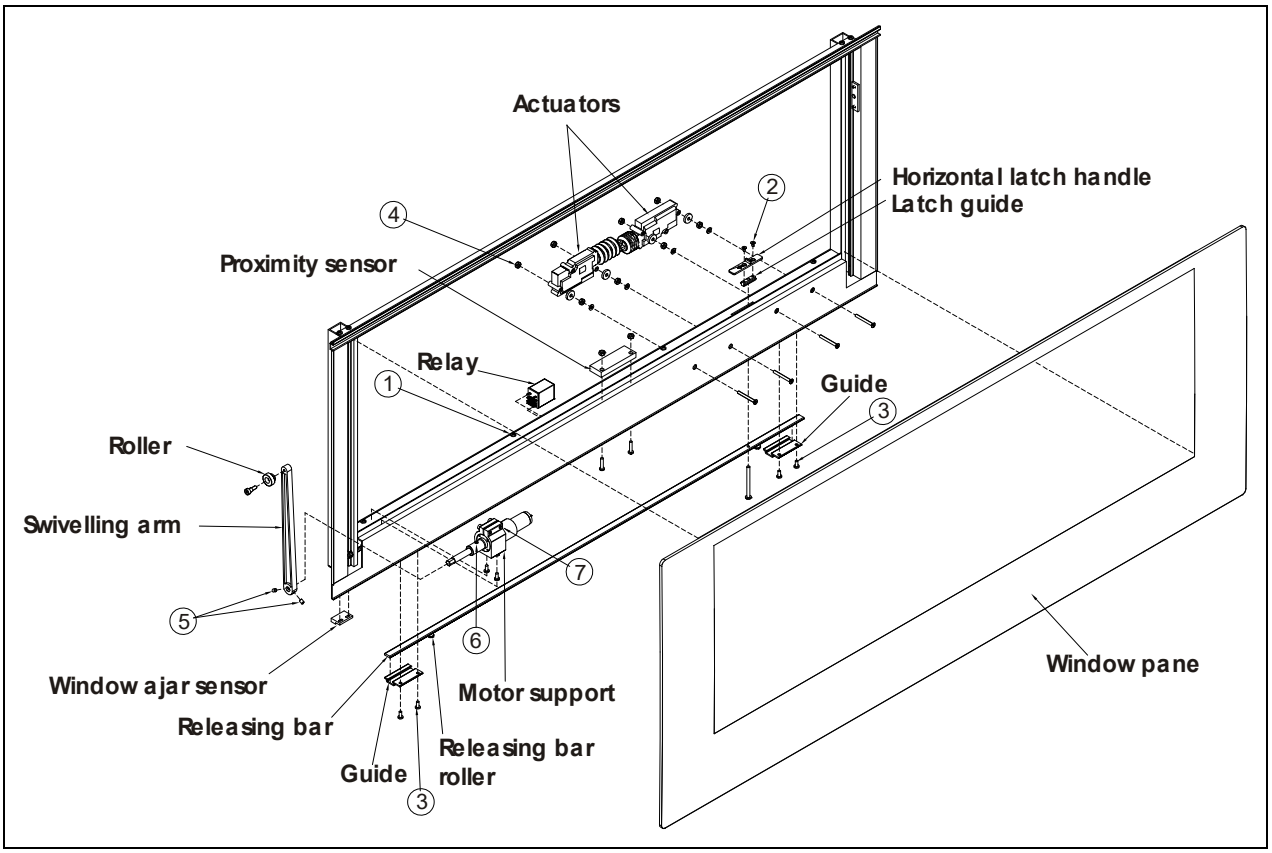

FIGURE 39: ELECTRIC AWNING WINDOW EXPLODED VIEW (SASH) 18583
4. Loosen the set screws #5 (Figure 39) (rotate the arm to get to the second set screw) and disengage the swiveling arm from the motor shaft extension.